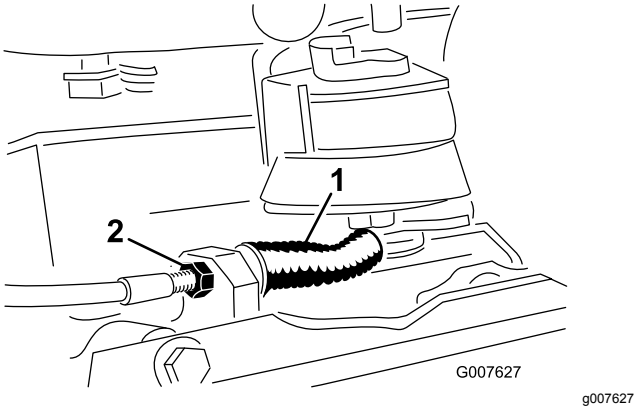

Figuur 40
- Draai om de kabelspanning te verminderen de voorste contramoer losser en de achterste contramoer vaster (Figuur 40). Herhaal stap 1 en 2 en stel indien nodig de spanning af.
- Draai om de kabel strakker te zetten de voorste contramoer vaster en de achterste contramoer losser (Figuur 40). Herhaal stap 1 en 2 en stel indien nodig de spanning af.